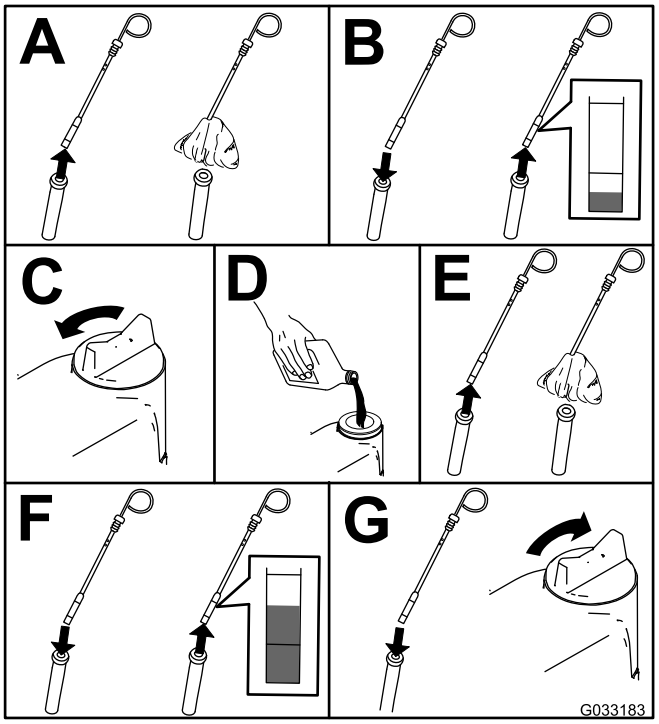

Figur 50
2. Kontrollera oljenivån i motorn (Figur 50).